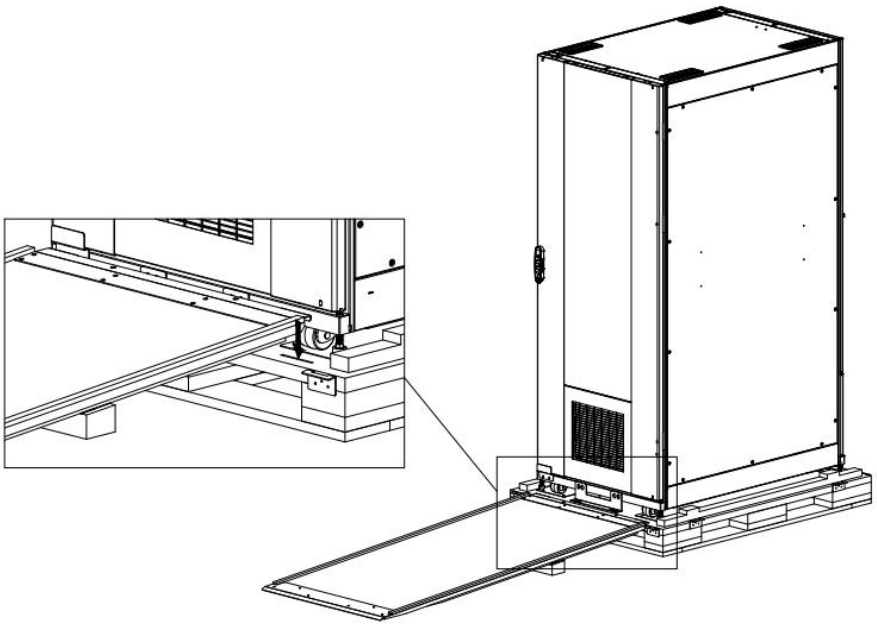

Figure 3-10 Mounting the ramp to the wooden pallet
e) Hang the hooks on the ramp to the pallet as shown in Figure 3-10.